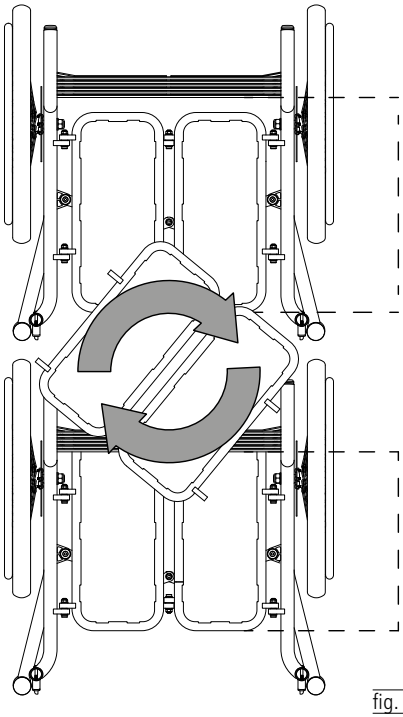

fig. 37
1. Allentare le quattro connessioni a vite sull'esterno del piano di seduta e montare il piano ruotato di 180° (fig. 37).